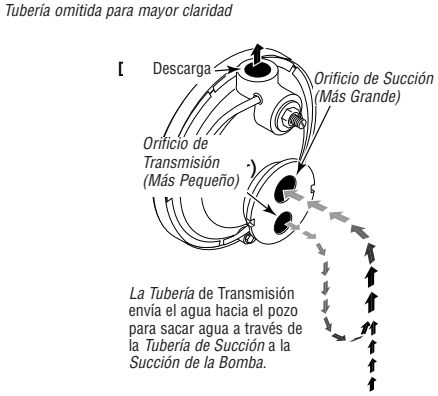
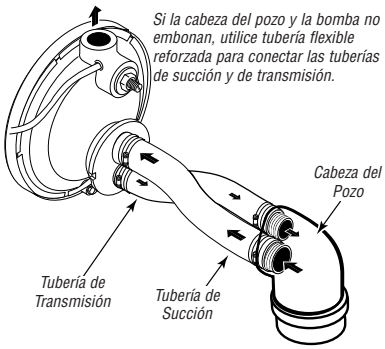

Figura 2: Funciones de Succión y Transmisión
Figura 3: Conexiones Invertidas hacia el Pozo
3. Si su bomba vieja tiene la tubería de succión (el orificio más grande - vea la Figura 2) debajo del orificio de transmisión, será necesario que instale tubo flexible entre la cabeza del pozo y la bomba para que la conexión sea correcta. (Vea la Figura 3).